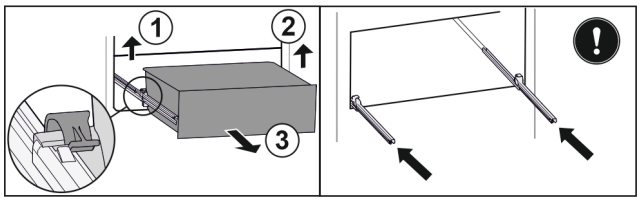

Fig. 157
- ▶ Lift left clamp and simultaneously pull drawer forwards on the left. *Fig. 157 (1)*
- ▶ Lift right clamp and simultaneously pull drawer forwards on the right. *Fig. 157 (2)*
- ▶ Remove drawer to the front. *Fig. 157 (3)*